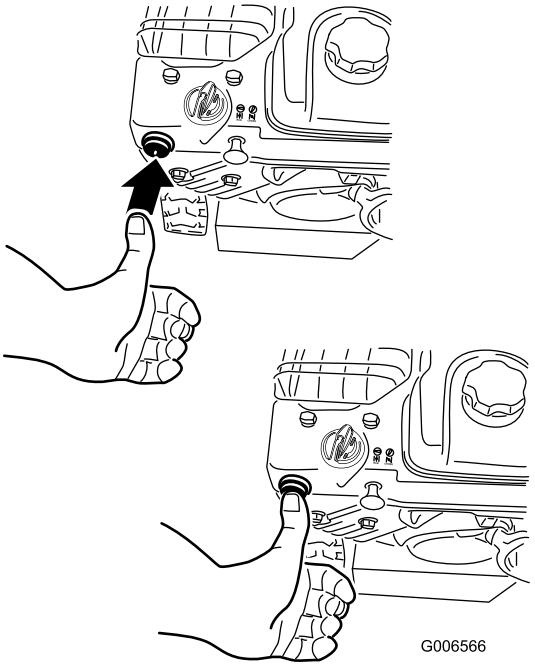

Figur 21
4. Tryk spædepumpen godt ind med tommelfingeren 2 gange (-9° C eller derover) eller 4 gange (mindre end -9° C), idet du hver gang trykker et sekund, før du slipper (Figur 21).